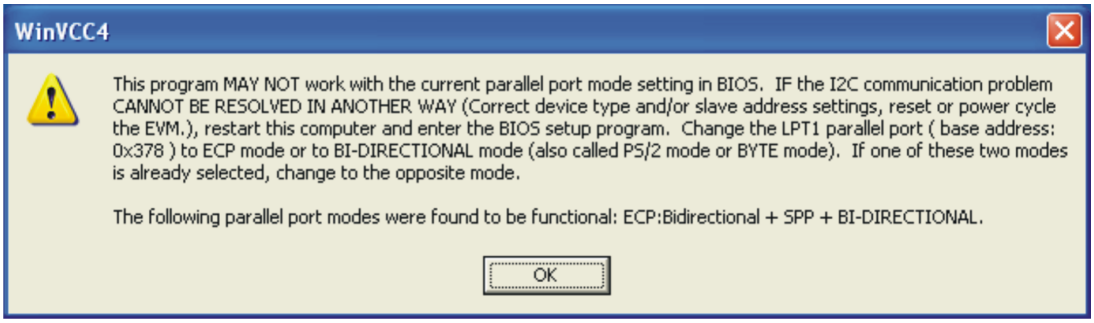

Figure 5-4. Corrective Action Required
b. The dialog box shown in Figure 5-4 appears. This dialog box appears if the PC parallel port mode setting may need to be changed.